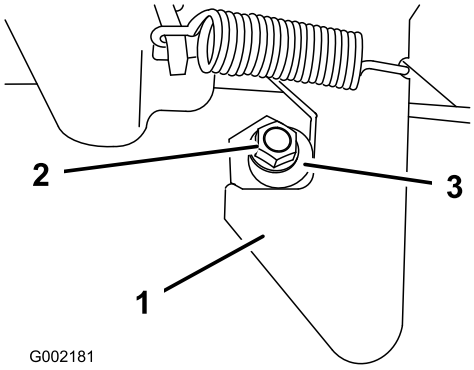

Figura 65
1. Afloje la contratuerca del extremo del tope del enganche (Figura 65).
2. Gire el tope del enganche en sentido horario hasta que quede apretado contra el enganche (Figura 65).